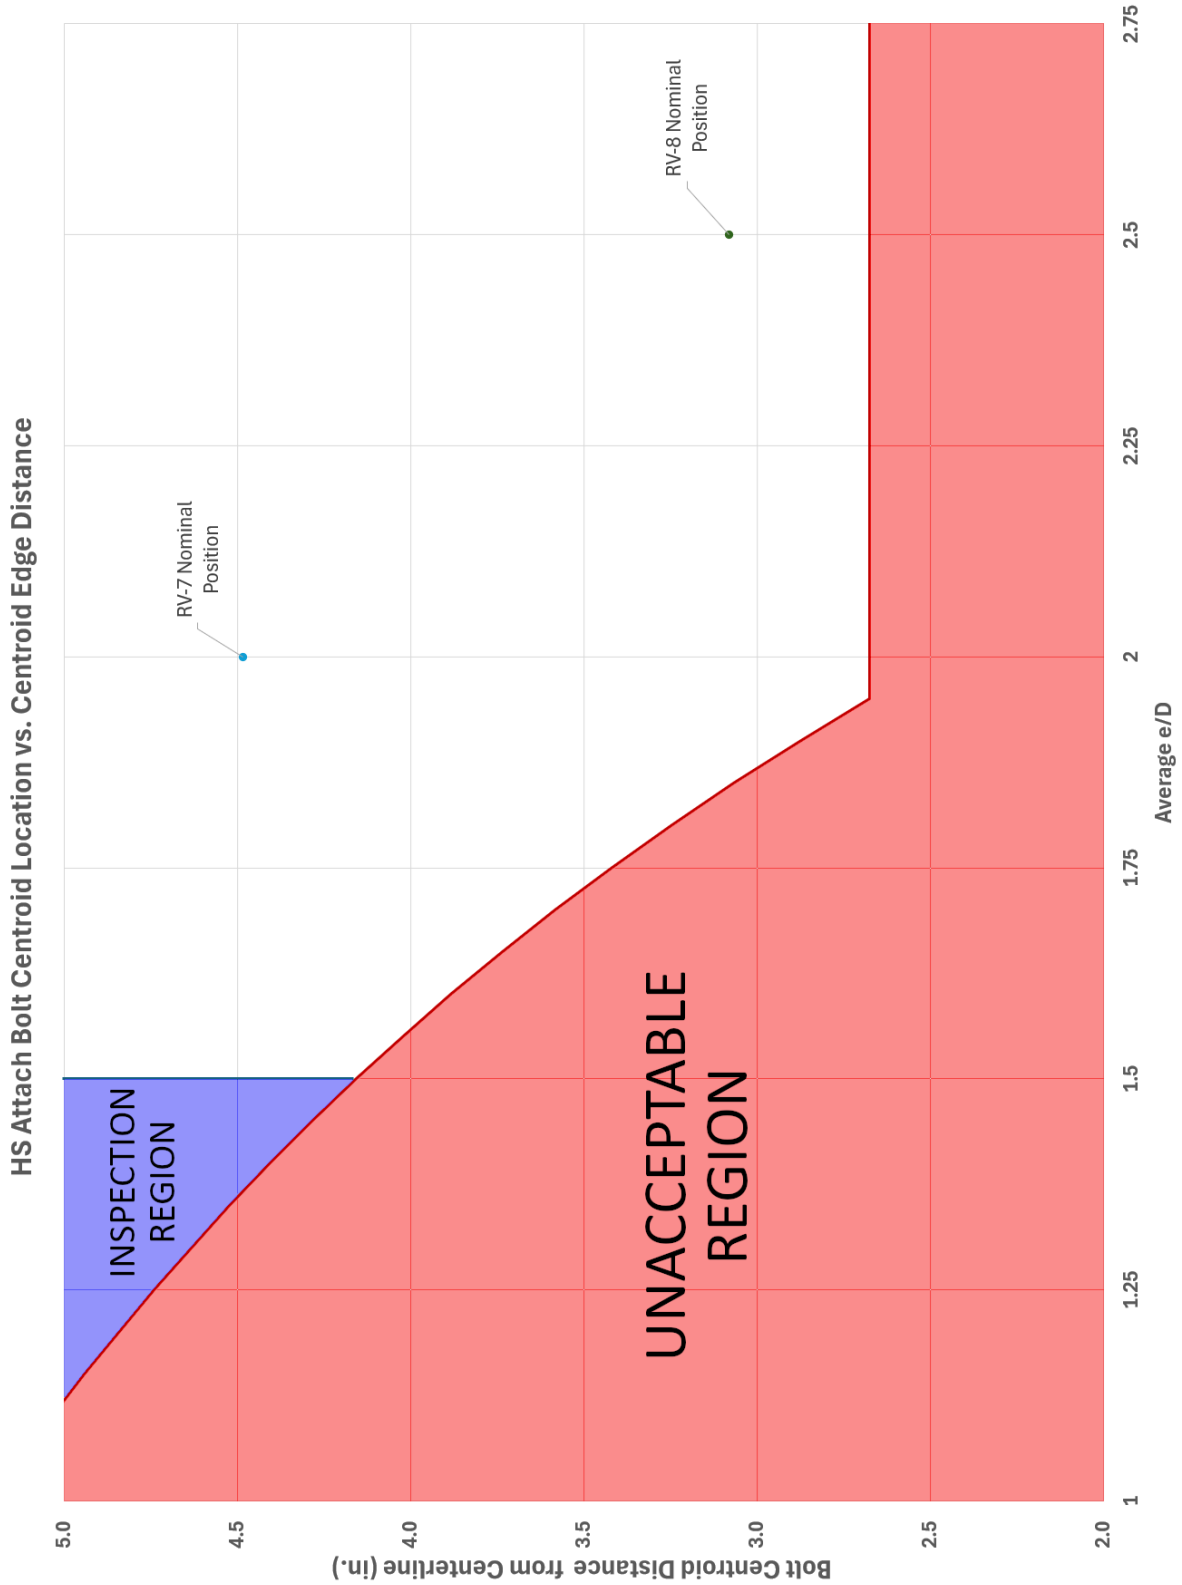
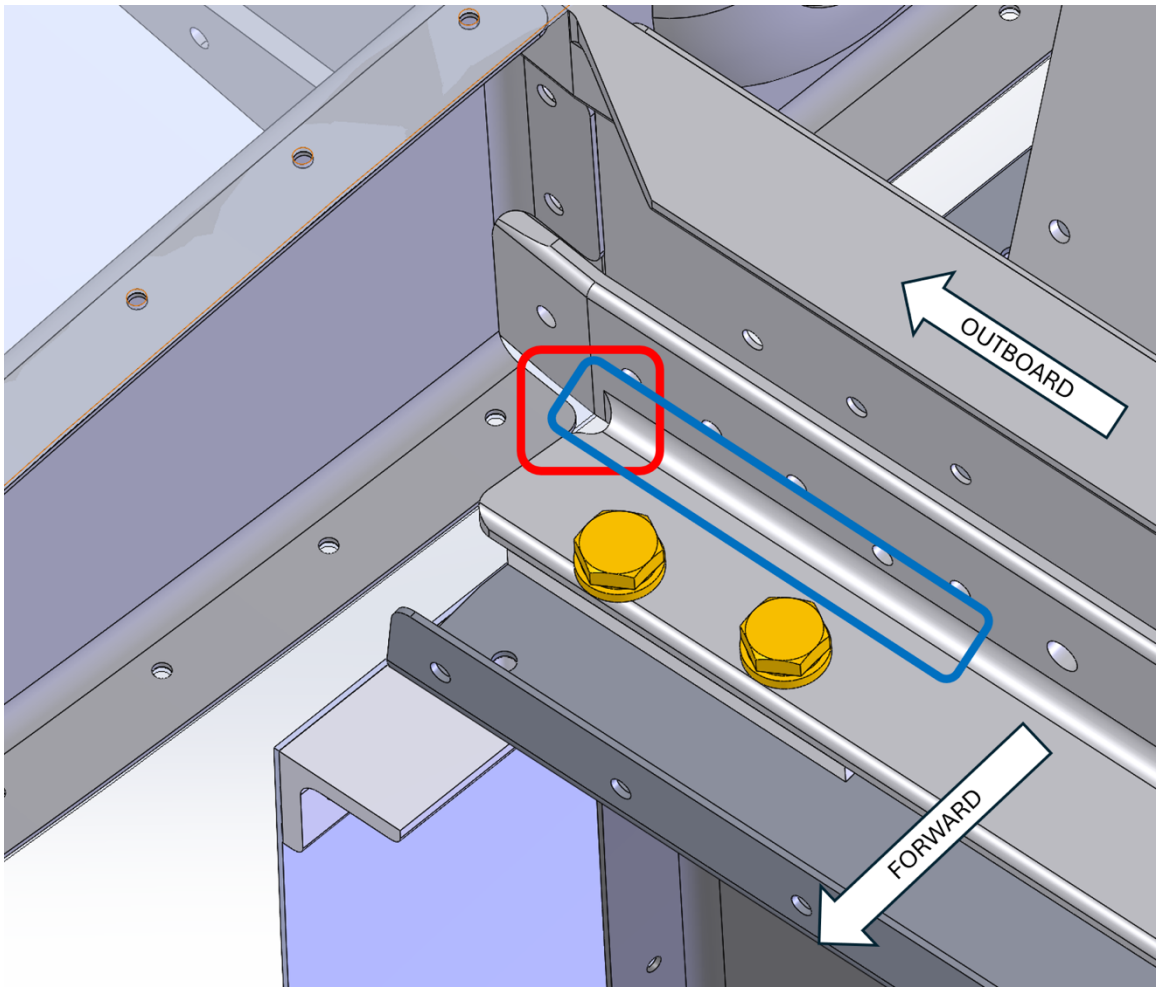
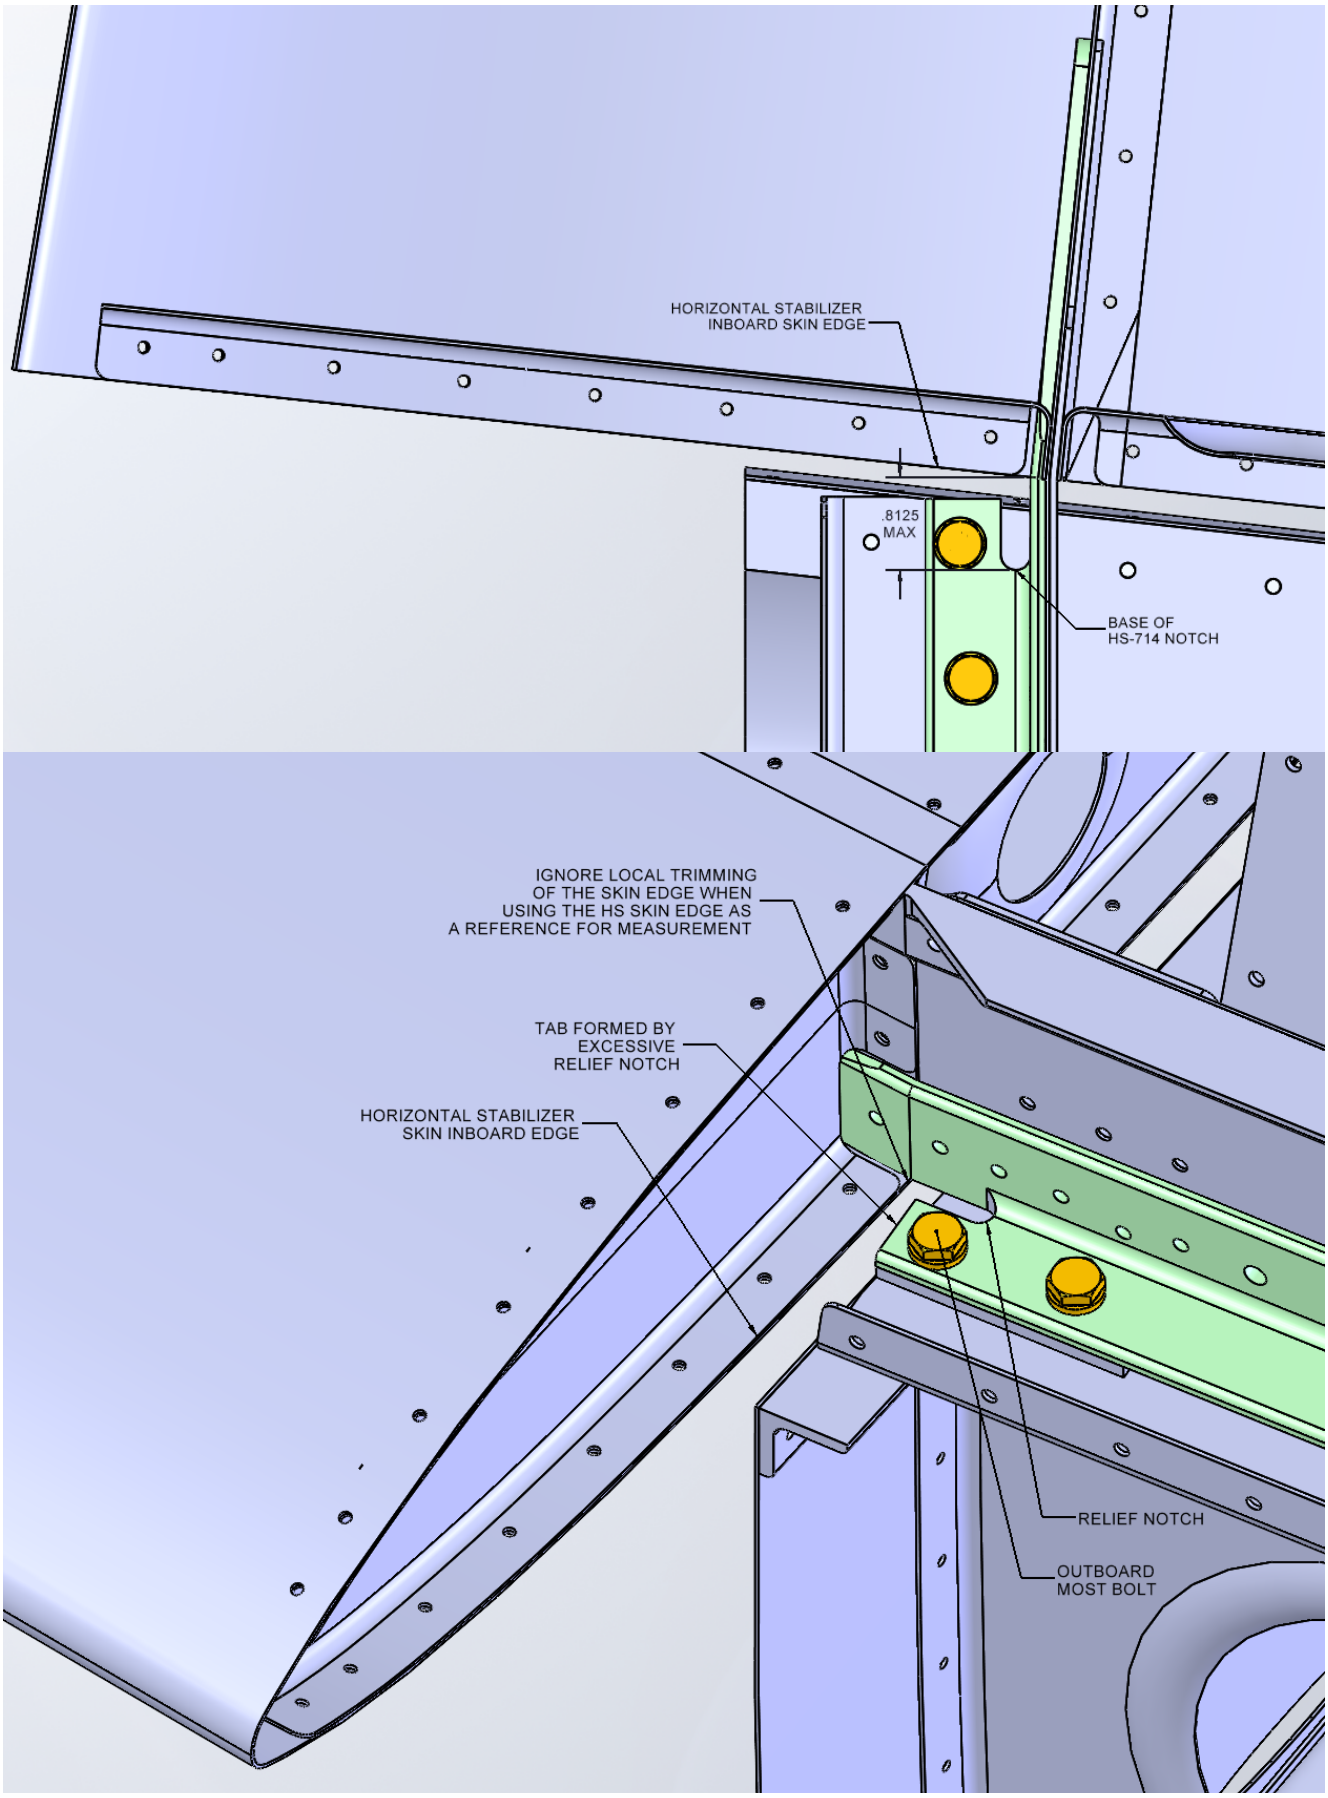

FIGURE 4: ACCEPTABLE BOLT POSITION CHART
FIGURE 6: INSPECTION LOCATIONS
FIGURE 9: RELIEF NOTCH DETAILS
09/18/26 – Rev 2.2 (Added e/D values in inches, Added Figures 9 and 10, Updated Figure 4, Updated Step 3, Added AN3 bolt size note)
A hole spacing less than 25/32 inches but not less than 1/2 inch is acceptable provided that the areas shown in Figure 6 and the areas between the bolts are carefully inspected at each annual or 100-hour intervals whichever comes first (the relief notch within the red box in the figure and the angle inside radius within the blue box). If the distance is less than 1/2 inch contact Van's Aircraft for further assistance.
An edge distance less than e/D = 1.5 (.28 in) but not less than e/D = 1.0 (.19 in) is acceptable provided that the areas shown in Figure 6 are carefully inspected at each annual or 100-hour intervals whichever comes first (the relief notch within the red box in the figure and the angle inside radius within the blue box).
Some notches are excessive and have effectively formed a tab on which the outboard most attach bolt is positioned as shown in Figure 9. This is permissible if the inboard edge of the notch meets the criteria above.
Any trim condition inboard of the trim profile shown within KAI but not greater than the maximum depth and criteria stated above and shown in Figure 9 is acceptable provided that the area within the red box shown in Figure 6 is carefully inspected at each annual or 100-hour intervals whichever comes first.
Step 5: Plot the average e/D value for the center of the bolt pattern and the forward edge of the HS-714 Attach Angle from Step 3 and the bolt pattern center distance to the centerline measured in Step 4. The plotted point must be outside the unacceptable region noted in Figure 4.
For example, the bolt pattern distance from Step 4 was 4.484 inches. Assume the nominal e/D of 2 (.38 in) of the center of the bolt pattern. This example corresponds to the RV-7 nominal point given on the chart in Figure 4. If the point on the chart is within the unacceptable area on the chart contact Van's Aircraft for further assistance.